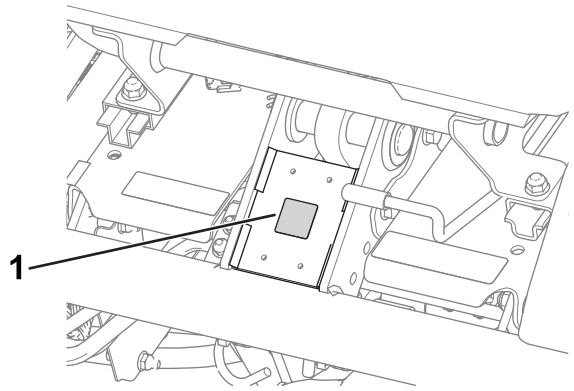

Figura 9
- Coloque o autocolante de conformidade CE debaixo da parte dianteira do banco (Figura 9).